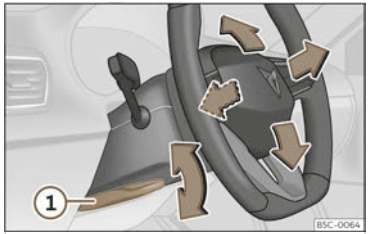

Fig. 93 Lever in the lower left side of the steering column.
- Pull lever >>> **Fig. 93** ① down, move the steering wheel to the desired position and lift the lever back up until it locks.
- **After adjusting the steering column, push lever >>> Fig. 93 ① firmly upwards so that the steering wheel does not accidentally change position while driving.**